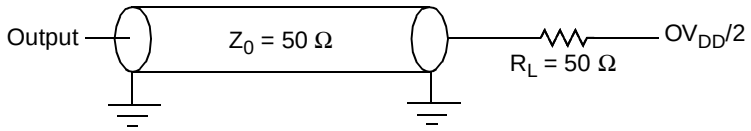

**Figure 26. AC Test Load for the JTAG Interface**
1. All outputs are measured from the midpoint voltage of the falling/rising edge of $t_{TCLK}$ to the midpoint of the signal in question. The output timings are measured at the pins. All output timings assume a purely resistive 50 Ω load (see Figure 26). Time-of-flight delays must be added for trace lengths, vias, and connectors in the system.
2. The symbols for timing specifications follow the pattern of $t_{\text{(first two letters of functional block)(signal)(state)(reference)(state)}}$ for inputs and $t_{\text{(first two letters of functional block)(reference)(state)(signal)(state)}}$ for outputs. For example, $t_{JTDVKH}$ symbolizes JTAG device timing (JT) with respect to the time data input signals (D) reaching the valid state (V) relative to the $t_{JTG}$ clock reference (K) going to the high (H) state or setup time. Also, $t_{JTDXKH}$ symbolizes JTAG timing (JT) with respect to the time data input signals (D) went invalid (X) relative to the $t_{JTG}$ clock reference (K) going to the high (H) state. In general, the clock reference symbol is based on three letters representing the clock of a particular function. For rise and fall times, the latter convention is used with the appropriate letter: R (rise) or F (fall).
Figure 26 provides the AC test load for TDO and the boundary-scan outputs of the MPC8347E.